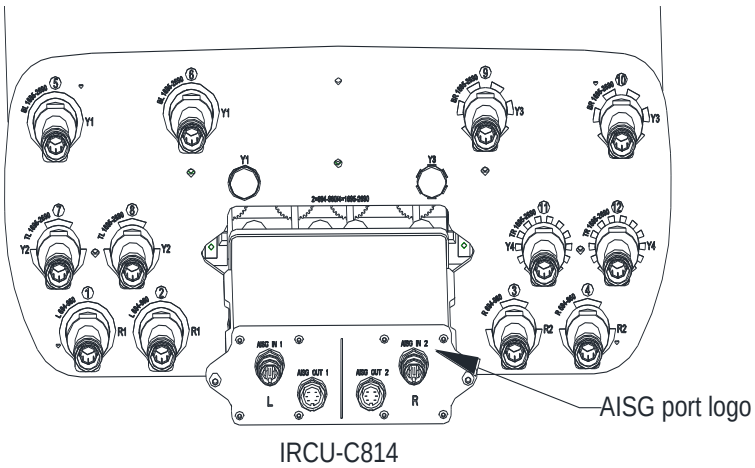

Figure 4-1 IRCU Installation
a) As shown in Figure 4-1, "AISG OUT" logo on Antenna cover need to align with IRCU “IN” and “OUT”, then insert IRCU into antenna mounting slot.